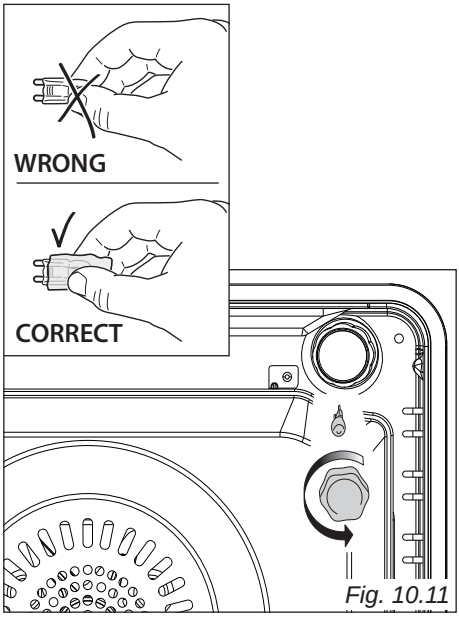

*Fig. 10.11*
- Remove the protective cover (fig. 10.11 - 10.12).